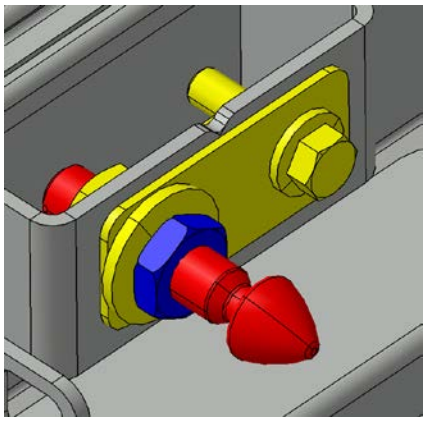

FIGURE 58:
15. Utiliser la goupille d'alignement/verrouillage pour ajuster le niveau de la surface de la porte avec le panneau d'acier adjacent. Visser ou dévisser la goupille au besoin et serrer ensuite le contre-écrou (Figure 58:).